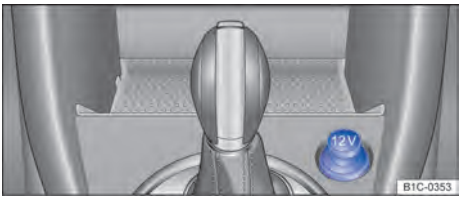

Fig. 103 Embaixo de uma cobertura: tomada de 12 V no console central dianteiro.
- No console central dianteiro ⇒ Fig. 103.